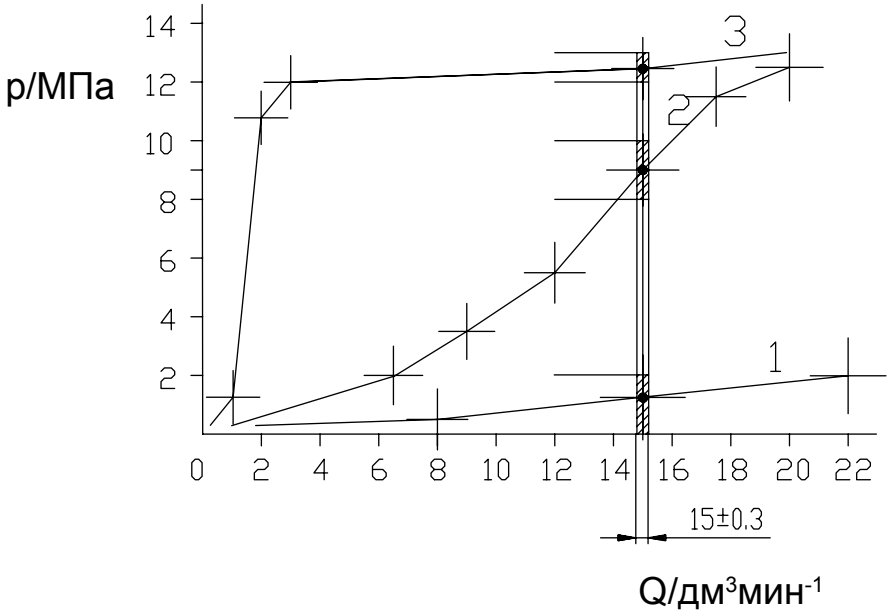

Рис. 2 Характеристики демпфирования - кривые 1, 2, 3 и соответствующие обязательные рабочие точки
Блок используется для демпфирования движением поворотного устройтсва путем дросселирования потока жидкости из одного линейного гидравлического двигателя к другому. Дросселирование происходит в три уровня, в зависимости от скорости движения автобуса. Каждый уровень дросселирования характеризуется кривыми 1, 2, 3 - см. рис.2, изображающими зависимость давления в патрубке A (B) для расхода: p = f(Q). Отдельные уровни дросселирования (кривые) переключаются распределителем 1.